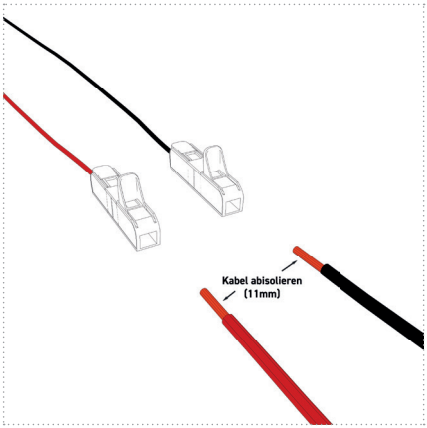

Figure 18
2. Strip the onboard connection cables by 11 mm (Figure 18).
3. Using Tables 17 and 18, connect the 2 cables (power supply and signal) of the UV unit to the power supply and pump using the splicing connectors provided in the scope of delivery (Figures 18 and 19).